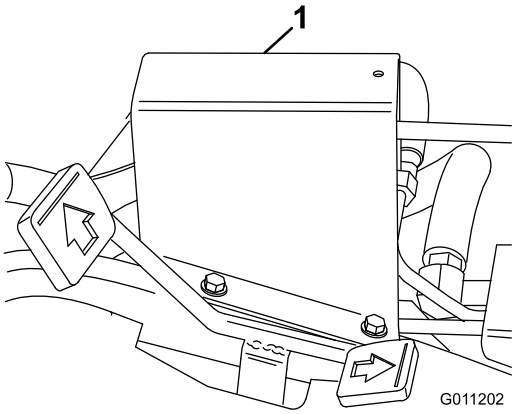

Figur 41
1. Sett spole 1, 2 og 3 i nøytral posisjon (midt i vandringsområdet), og fjern skyddet til overføringsstangen fra fotpanelet (Figur 41).